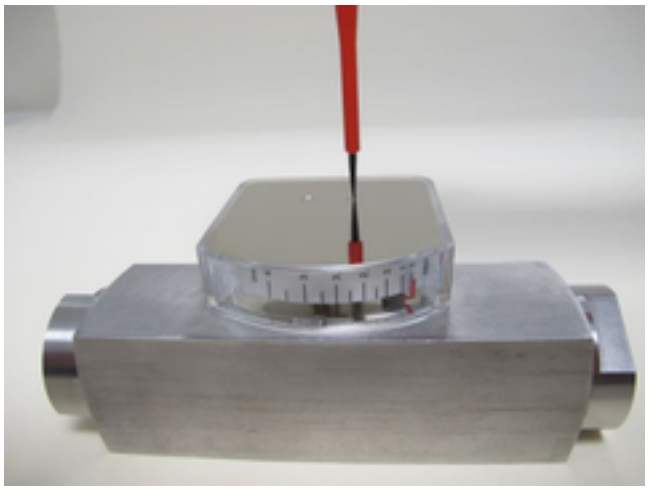

Fig. 70: Tighten the cover plate
25. Screw in and tighten the fixing screw of the display housing cover (*Fig. 70*), observing the proper torque (➡ *Chapter 11.1 "Tightening torque" on page 96*).